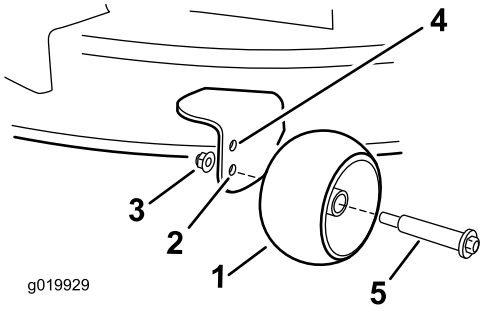

Figuur 22
- Bovenste gat — gebruik deze stand als het maaidek op een maaihoogte van 63 mm of lager staat (Figuur 22).
- Onderste gat — gebruik deze stand als het maaidek op een maaihoogte van 76 mm of hoger staat (Figuur 22).